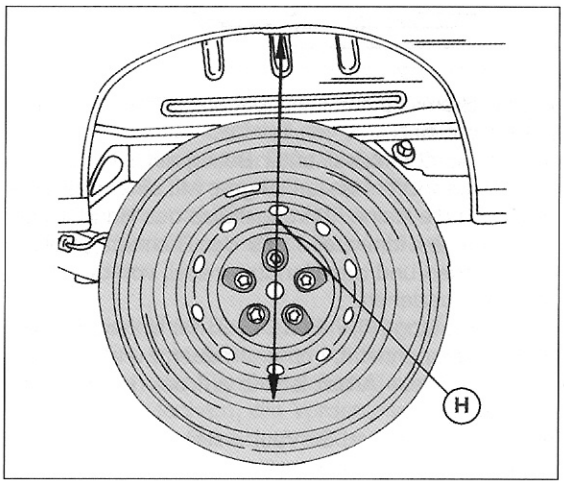

Bild 263
Eingebauter Stoßdämpfer mit Schraubenfederaufhängung. Die beiden Schrauben (1) und (2) werden angezogen, wenn das in Bild 263 gezeigte Maß hergestellt wurde. An der Innenseite der unteren Aufhängung ist eine Abstandshülse untergelegt.
- Das Fahrzeug muss jetzt an der Rückseite belastet werden, um die Stoßdämpfer einwandfrei vorzuspannen. Dabei das in Bild 263 gezeigte Maß auf eine Höhe von 620 mm bringen. In dieser Stellung der Hinterradaufhängung die Stoßdämpferschraube(n) mit 170 Nm (Toleranz 17 Nm) anziehen.
Der Einbau findet in umgekehrter Reihenfolge statt. Über das Anziehen der Stoßdämpferschrauben wurde bereits beim Einbau der Hinterradaufhängung geschrieben (siehe letztes Kapitel), d. h. das Maß „H“ in Bild 263 muss ausgemessen werden, ehe man die Schrauben anzieht.